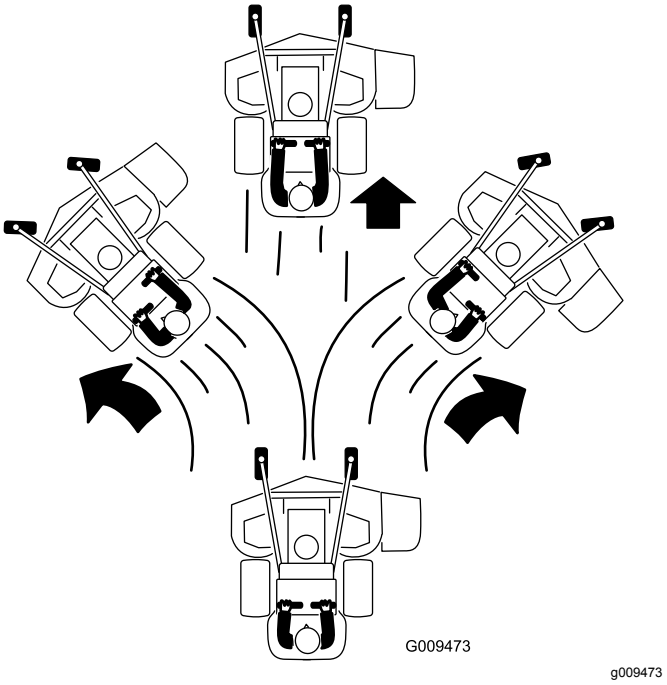

Figur 22
4. Skyv bevegelseskontrollspakene langsomt fremover (Figur 22).